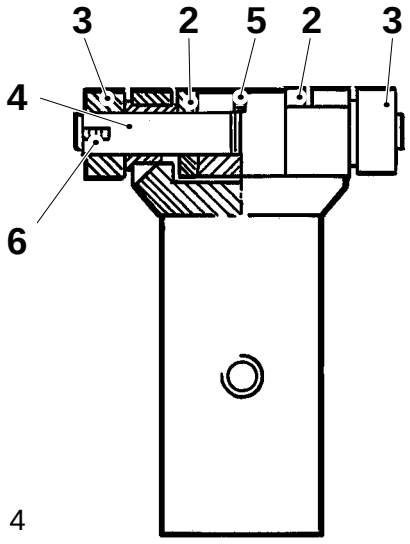

Fig. 4
c) Fit the rollers (2) and (3) and the axle (4). Fit the grub screws (5) and (6), see fig. 4.